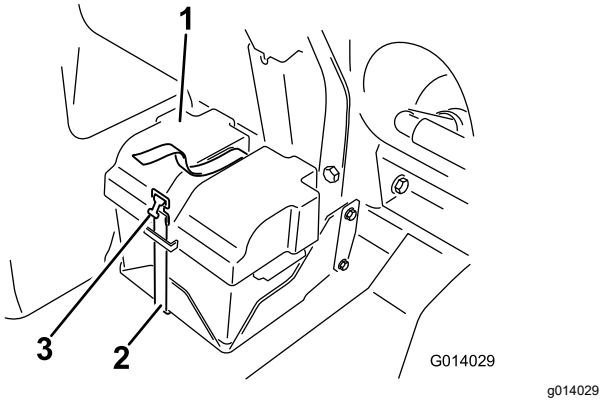

**Figur 94**
2. Avlägsna batterikåpan och lossa den jordade minuskabeln (svart) från batteripolen (Figur 94).
4. Montera batterikåpan och fäst den med remmen som togs bort tidigare (Figur 94).